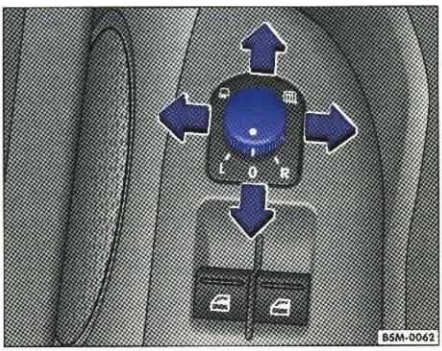

Rys. 53 Fragment drzwi kierowcy: pokrętło lusterek zewnętrznych
1. Obrócić przyciskiem obrotowym ⇒ rys. 53 w położenie L (**lewe lusterko zewnętrzne**).
– Obrócić przycisk obrotowy ⇒ rys. 53 w położenie ▥, aby włączyć ogrzewanie lusterek zewnętrznych.
– Obrócić przycisk obrotowy ⇒ rys. 53 w położenie ⊟, aby złożyć lusterka zewnętrzne. Lusterka zewnętrzne należy złożyć zawsze przed wjechaniem do myjni automatycznej, aby uniknąć uszkodzenia.
– Obrócić przyciskiem obrotowym ⇒ rys. 53 w inne położenie, aby rozłożyć lusterka zewnętrzne ⇒ ⚠.
2. Ustawić lusterko, obracając przycisk obrotowy w taki sposób, aby uzyskać dobrą widoczność do tyłu. **Prawe lusterko zewnętrzne** zostaje ustawione jednocześnie (synchronicznie). Jeżeli to konieczne, ustawienie prawego lusterka musi zostać skorygowane obróceniem pokrętła ⇒ rys. 53 w położenie R. ▶